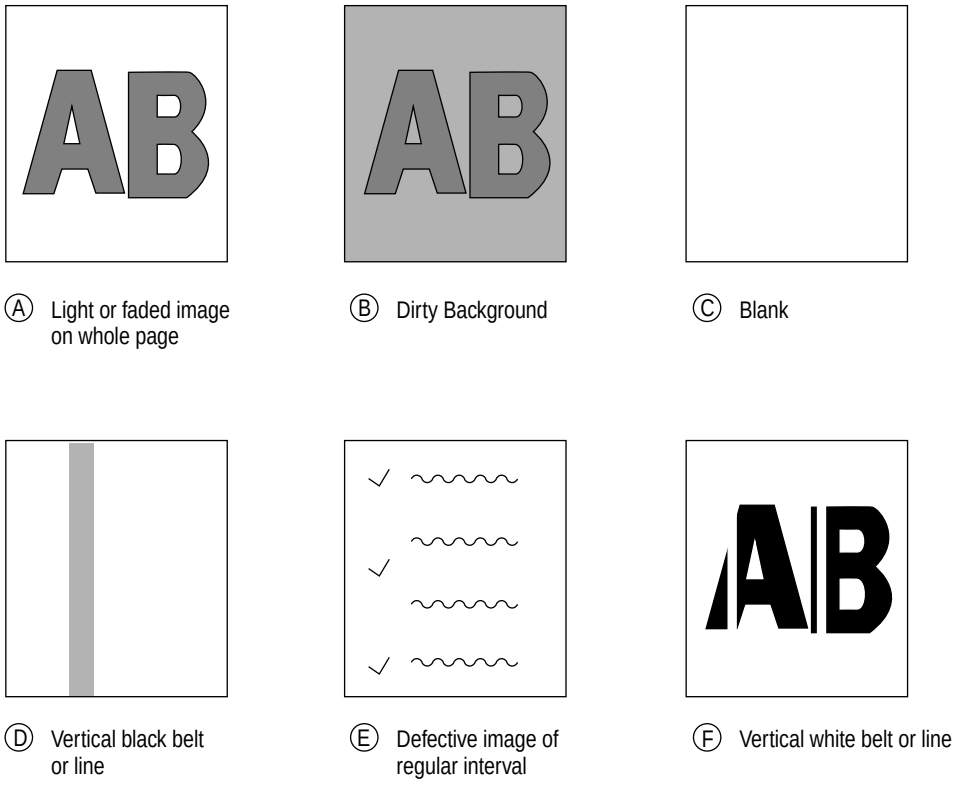

Figure 5-2
| Light or faded image on whole page, or color misalignment on whole page (Figure 5-2 Ⓐ) | ① |
| Dirty background (Figure 5-2 Ⓑ) | ② |
| Blank page (Figure 5-2 Ⓒ) | ③ |
| Vertical belt or line (black or color belt, or black or color line) (Figure 5-2 Ⓓ) | ④ |
| Vertical white belt or line, or uneven-color belt or line (Figure 5-2 Ⓕ) | ⑤ |
| Defective image of regular interval (Figure 5-2 Ⓔ) | ⑦ |
① Light or Faded Image on Whole Page, or Color Misalignment on Whole Page (Figure 5-2 Ⓐ)
No Are the terminals of the ID units connected to the contact Assy properly? (See Figure 5-2.)
② Dirty Background (Figure 5-2 Ⓑ)
③ Blank Page (Figure 5-2 Ⓒ)
No Are the ID terminals connected to the contact Assy properly? (See Figure 5-2.)
④ Vertical Belt or Line (Black or Color Belt, or Black or Color Line) (Figure 5-2 Ⓓ)